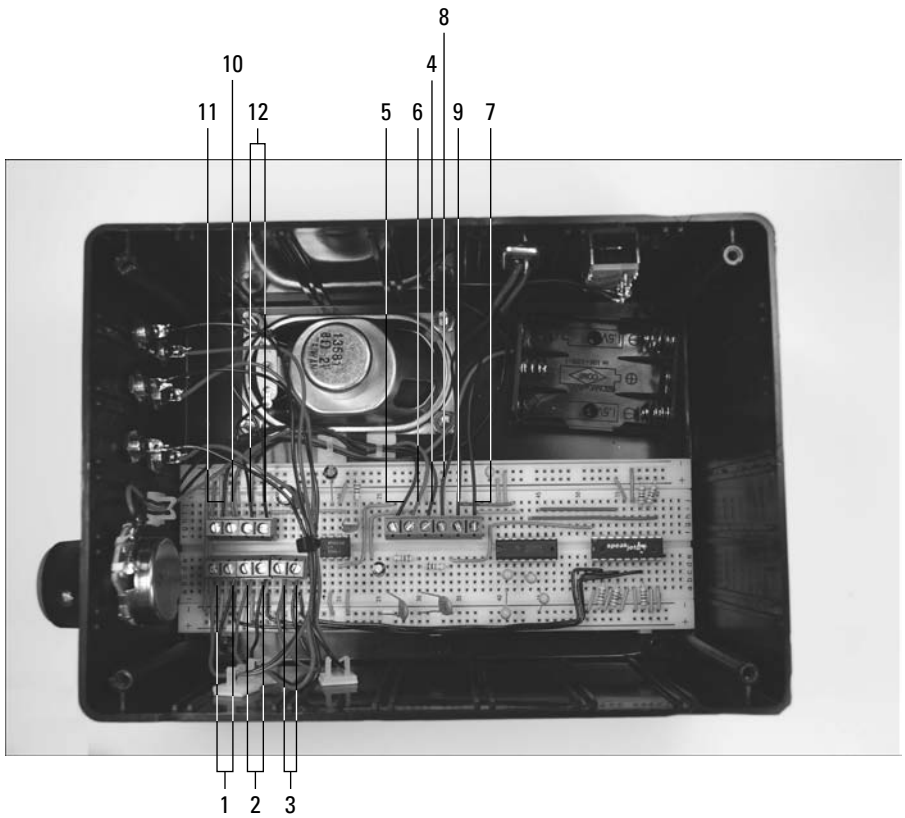

Figure 7-15: Insert wires into terminal blocks.
11. **Strip insulation from the ends of cut the wires, insert them in the terminal blocks, and secure with wire clips, as shown in Figure 7-15.**